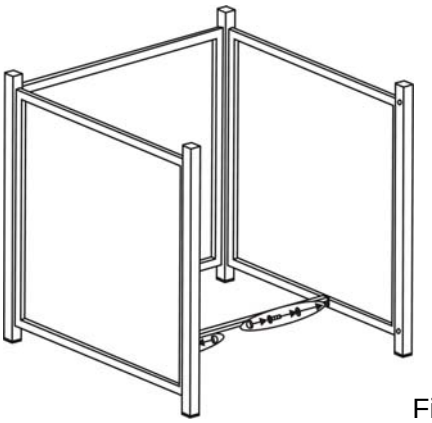

Figure 3
3. Attach the middle support to the side panels by using four 1/4"x15 mm bolts and washers as shown in Figure 3.Guide the bolts through the holes in the middle support, into the pre-drilled holes in the side panels. **Hand tighten only.**